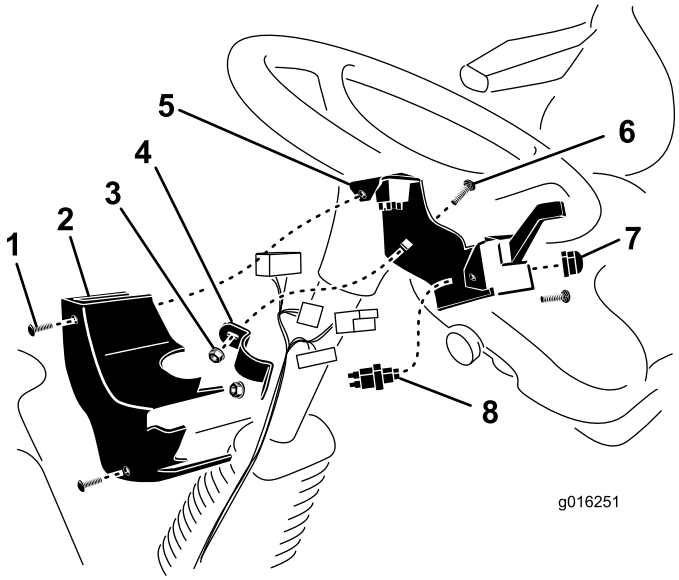

Figur 5
2. Monter monteringsbeslaget på bagsiden af ratstammen med (2) 3/8 tomme x 1 tomme bræddeskruer og 3/8 tomme flangemøtrikker. Placer ratstammeenheden så højt oppe som mulig på ratstammen som vist i Figur 5. Sørg for, at ratstammeenheden ikke griber forstyrrende ind i rattets betjening.
3. Når ledningsnettet er sluttet til kontakterne, skal ratstammekappen fæstnes til ratstammeenhedens (2) hastighedsmøtrikker med skruer (Figur 5).